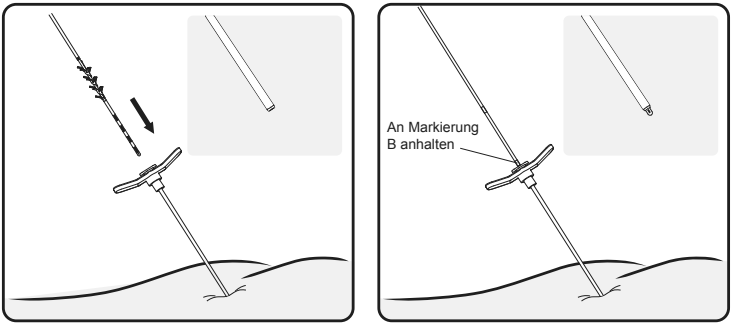

Abbildung 13. Die Elektrode durch die Einführhülse einführen.
8. Die Verankerungselektrode (mit Stylet) vorsichtig in die Einführhülse einführen, bis die visuelle Markierung B an der Verankerungselektrode mit der Oberseite des Einführhülsengriffs ausgerichtet ist. Fluoroskopisch bestätigen, dass alle Elektroden der Elektrode proximal zur distalen Spitze der Hülse liegen (**Abbildung 13**).